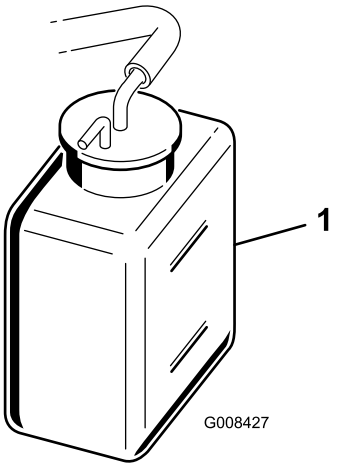

Figur 30
2. Kontrollera kylvätskenivån (Figur 30). Den ska ligga mellan de två strecken på reservtanken när motorn är kall.